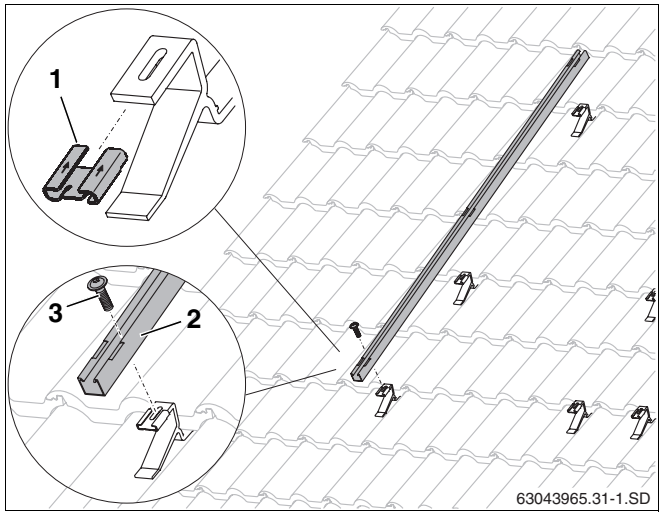

Abb. 29 Befestigung des Schneelastprofils
- Schiebemutter (Abb. 29, **Pos. 1**) in Pfeilrichtung auf den Dachhaken schieben.
- Schneelastprofil (Abb. 29, **Pos. 2**) auf die Dachhaken legen und mit Schraube M8 (Abb. 29, **Pos. 3**) anziehen.